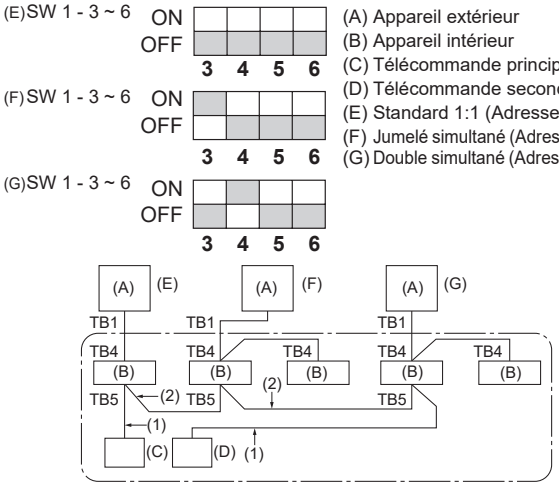

Fig. 9-1
9. Contrôle du système (Fig. 9-1)
9. Sistema de control (Fig. 9-1) 15